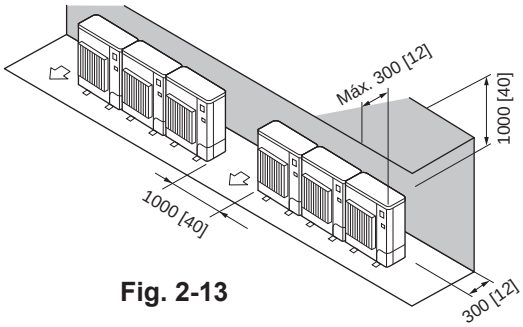

Fig. 2-13
2. Obstáculos solo en la parte trasera y superior (Fig. 2-13)